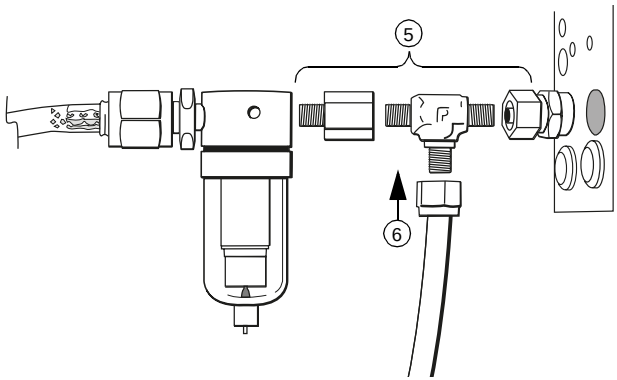

Abbildung 6-19. Anbringen des Druckluft-T-Stücks
5. Bringen Sie das Druckluft-T-Stück am Lufteinlass des Sauerstoff-Luft-Mischers (zwischen dem Mischer und dem Wasserabscheider) an (Abbildung 6-19).
6. Schließen Sie die AutoClamp-Druckluftleitung am Druckluft-T-Stück an (Abbildung 6-19).